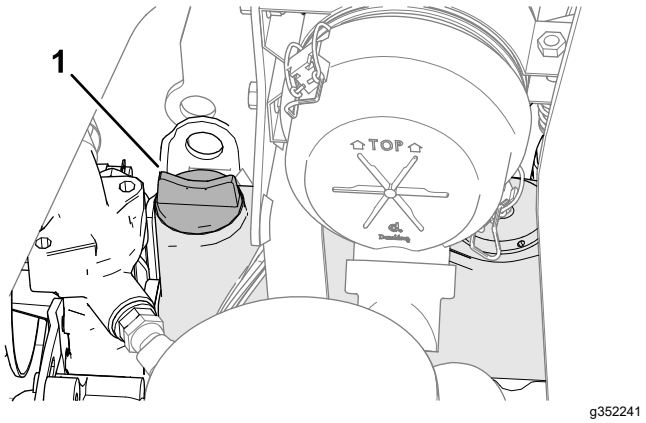

Figuur 69
5. Als het oliepeil te laag is, verwijdert u de vuldop (Figuur 69) en vult u bij met kleine hoeveelheden olie totdat het oliepeil de Vol-markering op de peilstok bereikt. Vul de olie langzaam bij en controleer daarbij veelvuldig het peil.